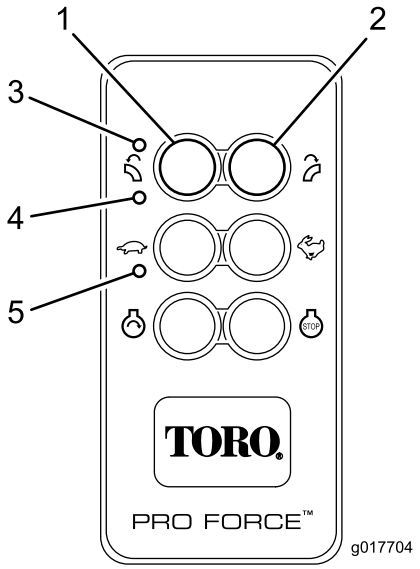

**Figur 13**
Fjernbetjeningen aktiveres (tændes), når der trykkes på en knap. Når lysdioderne TX og RX blinker, er fjernbetjeningen aktiv og kommunikerer med basisenheden. For at spare batteristrøm forbliver fjernbetjeningen aktiv i cirka tre (3) sekunder, før den automatisk lukker ned, medmindre en knap aktiveres inden for tidsgrænsen på tre sekunder. Når tiden udløber, og enheden lukker ned, stopper al aktivitet på kontroldioderne (Figur 13). Når der trykkes på en relevant knap, aktiveres fjernbetjeningen igen.